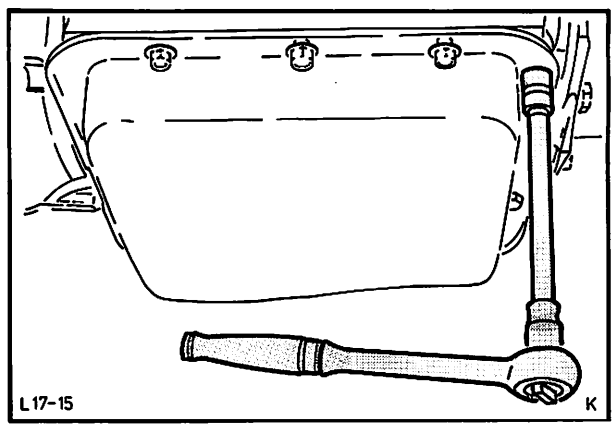

Abb. 40 Ölwanne abschrauben
2. Damit Ölschlamm und Abriebteile nicht in das Getriebeinnere gelangen, die noch mit Öl gefüllte Ölwanne in Einbaulage nach unten abbauen (13 Schrauben). Abb. 40.